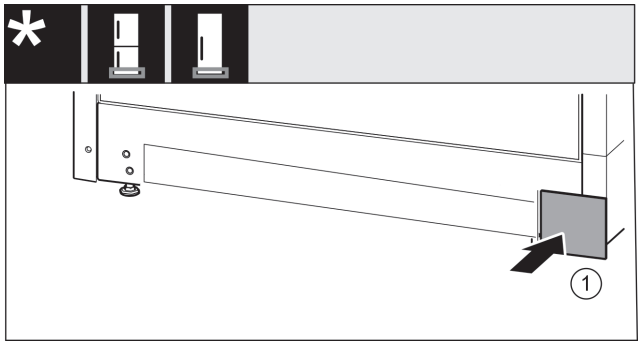

Fig. 32
▶ Uzlieciet atpakaļ pārsegu *Fig. 32 (1)* otrajā pusē.